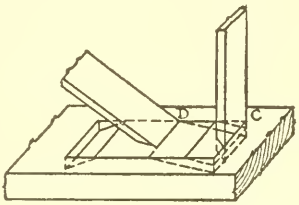

Fig. 39.
2. **Set the chisel in a vertical position as shown at C (Fig. 39).** Note that the flat side of the chisel is against the end of the mortise. **Tap gently with the mallet, thus forcing the chisel into the wood as shown by the dotted lines.**